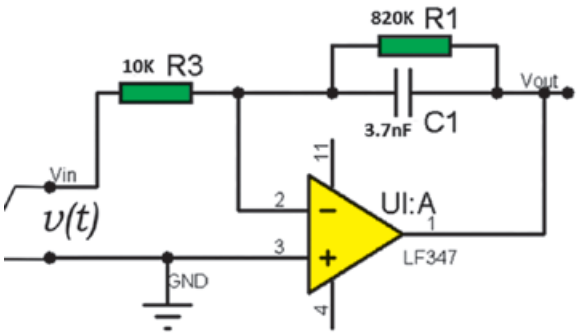

**Figura 6.** Diagrama tipo de um integrador da bobina de Rogowski.
*Associado à bobina* existe um **integrador**, de que se apresenta um diagrama tipo na Figura 6, que *converte* o **sinal analógico** em **sinal digital**.